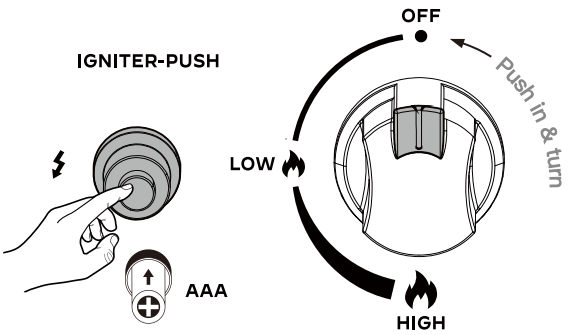

Figure 1
2. Make sure the control knob is in the “OFF” position (Figure 1).
4. To ignite, first push in the igniter button and hold it without releasing it. (Figure 1).